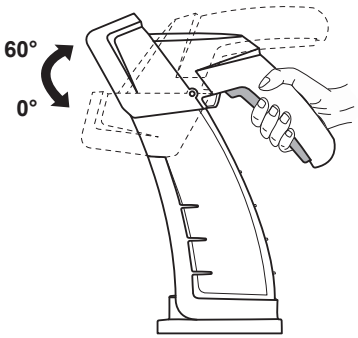

Fig. 9B
3. Squeeze the trigger and move the deflector upward or downward to a suitable height. The tool offers different angles from 0º~60º. Release the trigger to lock the chute deflector in place. (Fig. 9B)